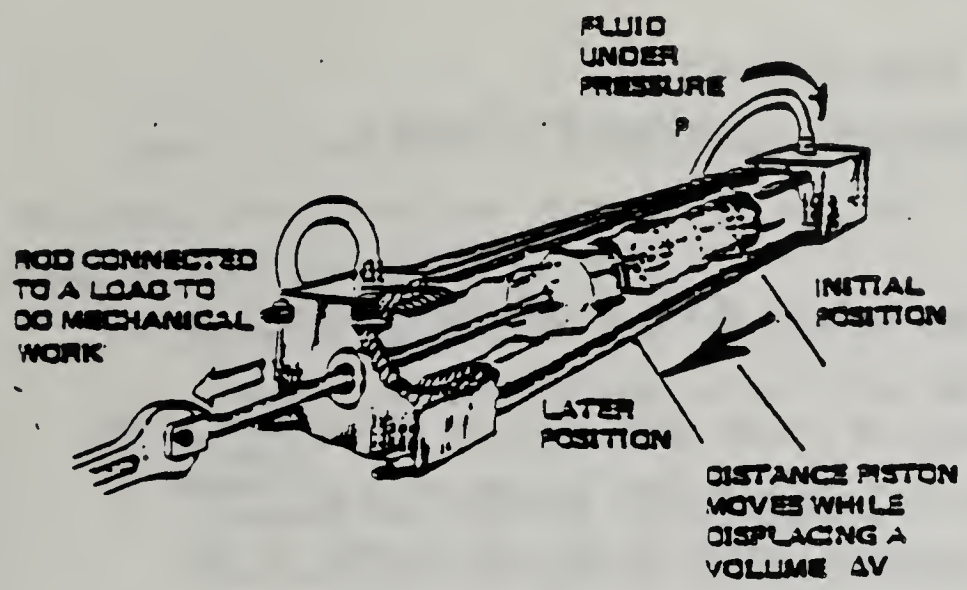

Fig. 2-13 Work done by a hydraulic cylinder.
The other equation for fluid work, $W = P \times (\Delta V)$, is used, for example, in calculating the work done by a piston in a hydraulic cylinder. (See Figure 2-13.) Here, the pressure (P), acting on the piston, moves the piston. This movement displaces a volume (ΔV) of fluid.
Heavy-duty robots in industry are used to move large objects or exert strong forces. Such robots use hydraulic cylinders to get the job done. Most hydraulic cylinders (such as the one in Figure 2-13) are made up of a hollow cylinder, a piston and fluid under pressure. Often the fluid is oil, delivered under pressure to the chamber on one side of the piston. The oil pushes against the piston, causing it to move. The other end of the piston is connected to a load. As the piston moves, it moves the load, doing useful mechanical work. Example 2-G shows how work done by a hydraulic cylinder is calculated.